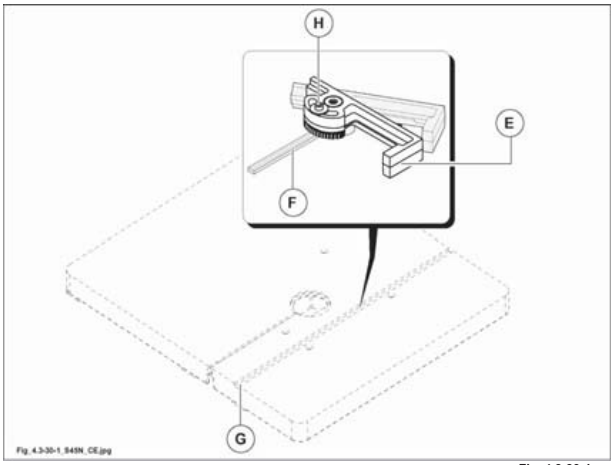

Fig. 4.3-30-1
- Montare il dispositivo tagli angolati (E fig. 4.3-30-1) inserendo il lardone (F fig. 4.3-30-1) nella scanalatura (G fig. 4.3-30-1) e serrare la vite (H fig. 4.3-30-1).